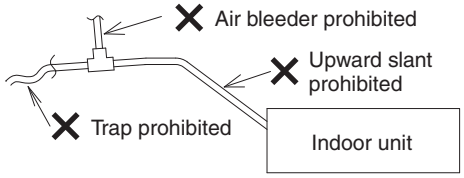

Fig. 2-35
- Do not install the drain pipe with an upward slant from the drain port connection. This will cause the drain water to flow backward and leak when the unit is not operating. (Fig. 2-35)
- Do not install an air bleeder as this may cause water to spray from the drain pipe outlet. (Fig. 2-35)
- Do not provide U-trap or bell-shaped trap in the middle of the drain pipe. Doing so will cause abnormal sound. (Fig. 2-35)